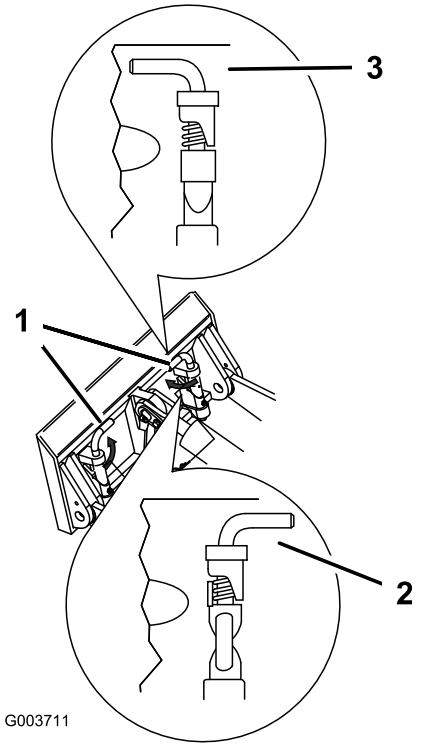

Figuur 26
7. Zet de snelkoppelingspennen vast en zorg ervoor dat deze volledig in de bevestigingsplaten zitten (Figuur 26).